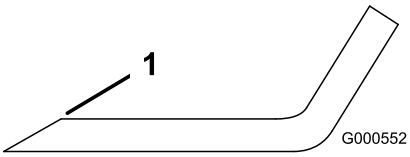
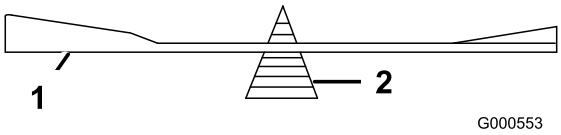

Figur 41
Figur 42
1. Bruk en fil til å slipe eggen i begge ender av kniven (Figur 41). Opprettholde den originale vinkelen. Kniven opprettholder balansen hvis like mye materiale fjernes fra begge kniveggene.
2. Sjekk knivens balanse ved å legge den på en balanseringsinnretning (Figur 42). Hvis kniven holder seg i horisontal stilling, har den riktig balanse og kan brukes. Hvis kniven ikke er i balanse, files litt av metallet på enden av vingeområdet bort (Figur 41). Fortsett med dette helt til kniven er balansert.